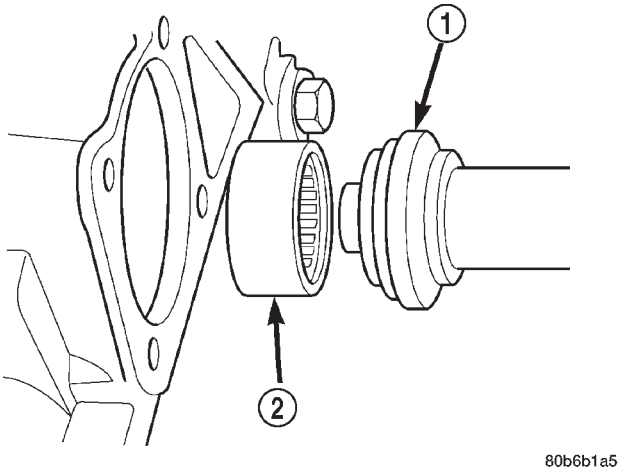

Fig. 22 Upper Pitman Shaft Bearing
(1) Install upper pitman shaft bearing, with Driver 8294 and Handle C-4171 (Fig. 22). Drive bearing into housing until the driver bottoms out.